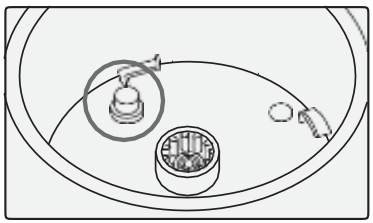

Рис. 1
- Убедитесь в чистоте основания и датчика температуры кувшина, что необходимо для правильной работы данных элементов (Рис. 1).